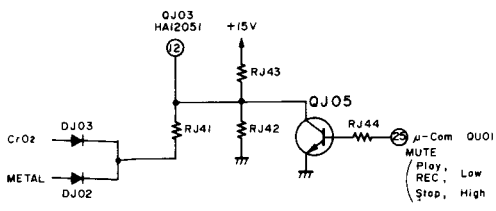

Fig. 1
With the circuit shown in Fig. 1, a time constant switching voltage is applied to pin ⑫. When a normal tape is used, a voltage of 5V is applied to pin ⑫ by the split resistors RJ42 and 43. When a CrO_2 or metal tape is used, 15V is applied to RJ41, and 10 V is applied by RJ41, 42 and 43.